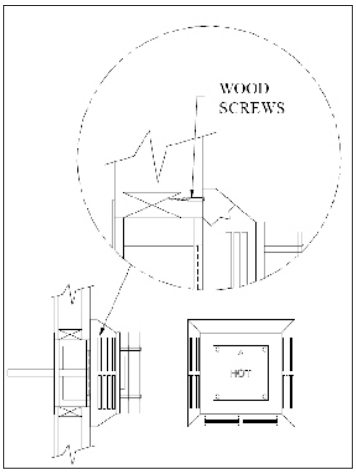

Figure 36: Fastening Horizontal Termination Cap in Place.
Step 4. For a Square Horizontal Vent Termination, place the vent cap in the center of the square hole and attach to the exterior wall with the four wood screws provided (refer to Figure 36). Before attaching the Vent Termination to the exterior wall, run a bead of non-hardening sealant around its outside edges, so as to make a seal between it and the wall. If you are using a Round Horizontal Vent Termination, place an exterior Wall Firestop over the square hole. Run a bead of non-hardening sealant around the edges of the Wall Firestop, and attach the Wall Firestop to the wall with the four wood screws provided. The arrow on the vent cap should be pointing up. Ensure that proper clearances to combustible materials are maintained.